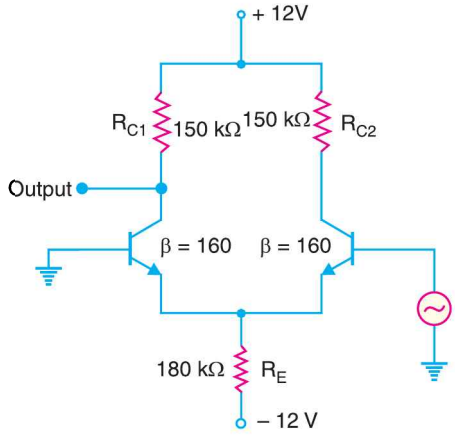

Fig. 25.100
6. For the circuit shown in Fig. 25.100, determine (*i*) common-mode voltage gain (*ii*) differential-mode voltage gain (*iii*) *CMRR*. **[(*i*) 0.42 (*ii*) 90.6 (*iii*) 216]**